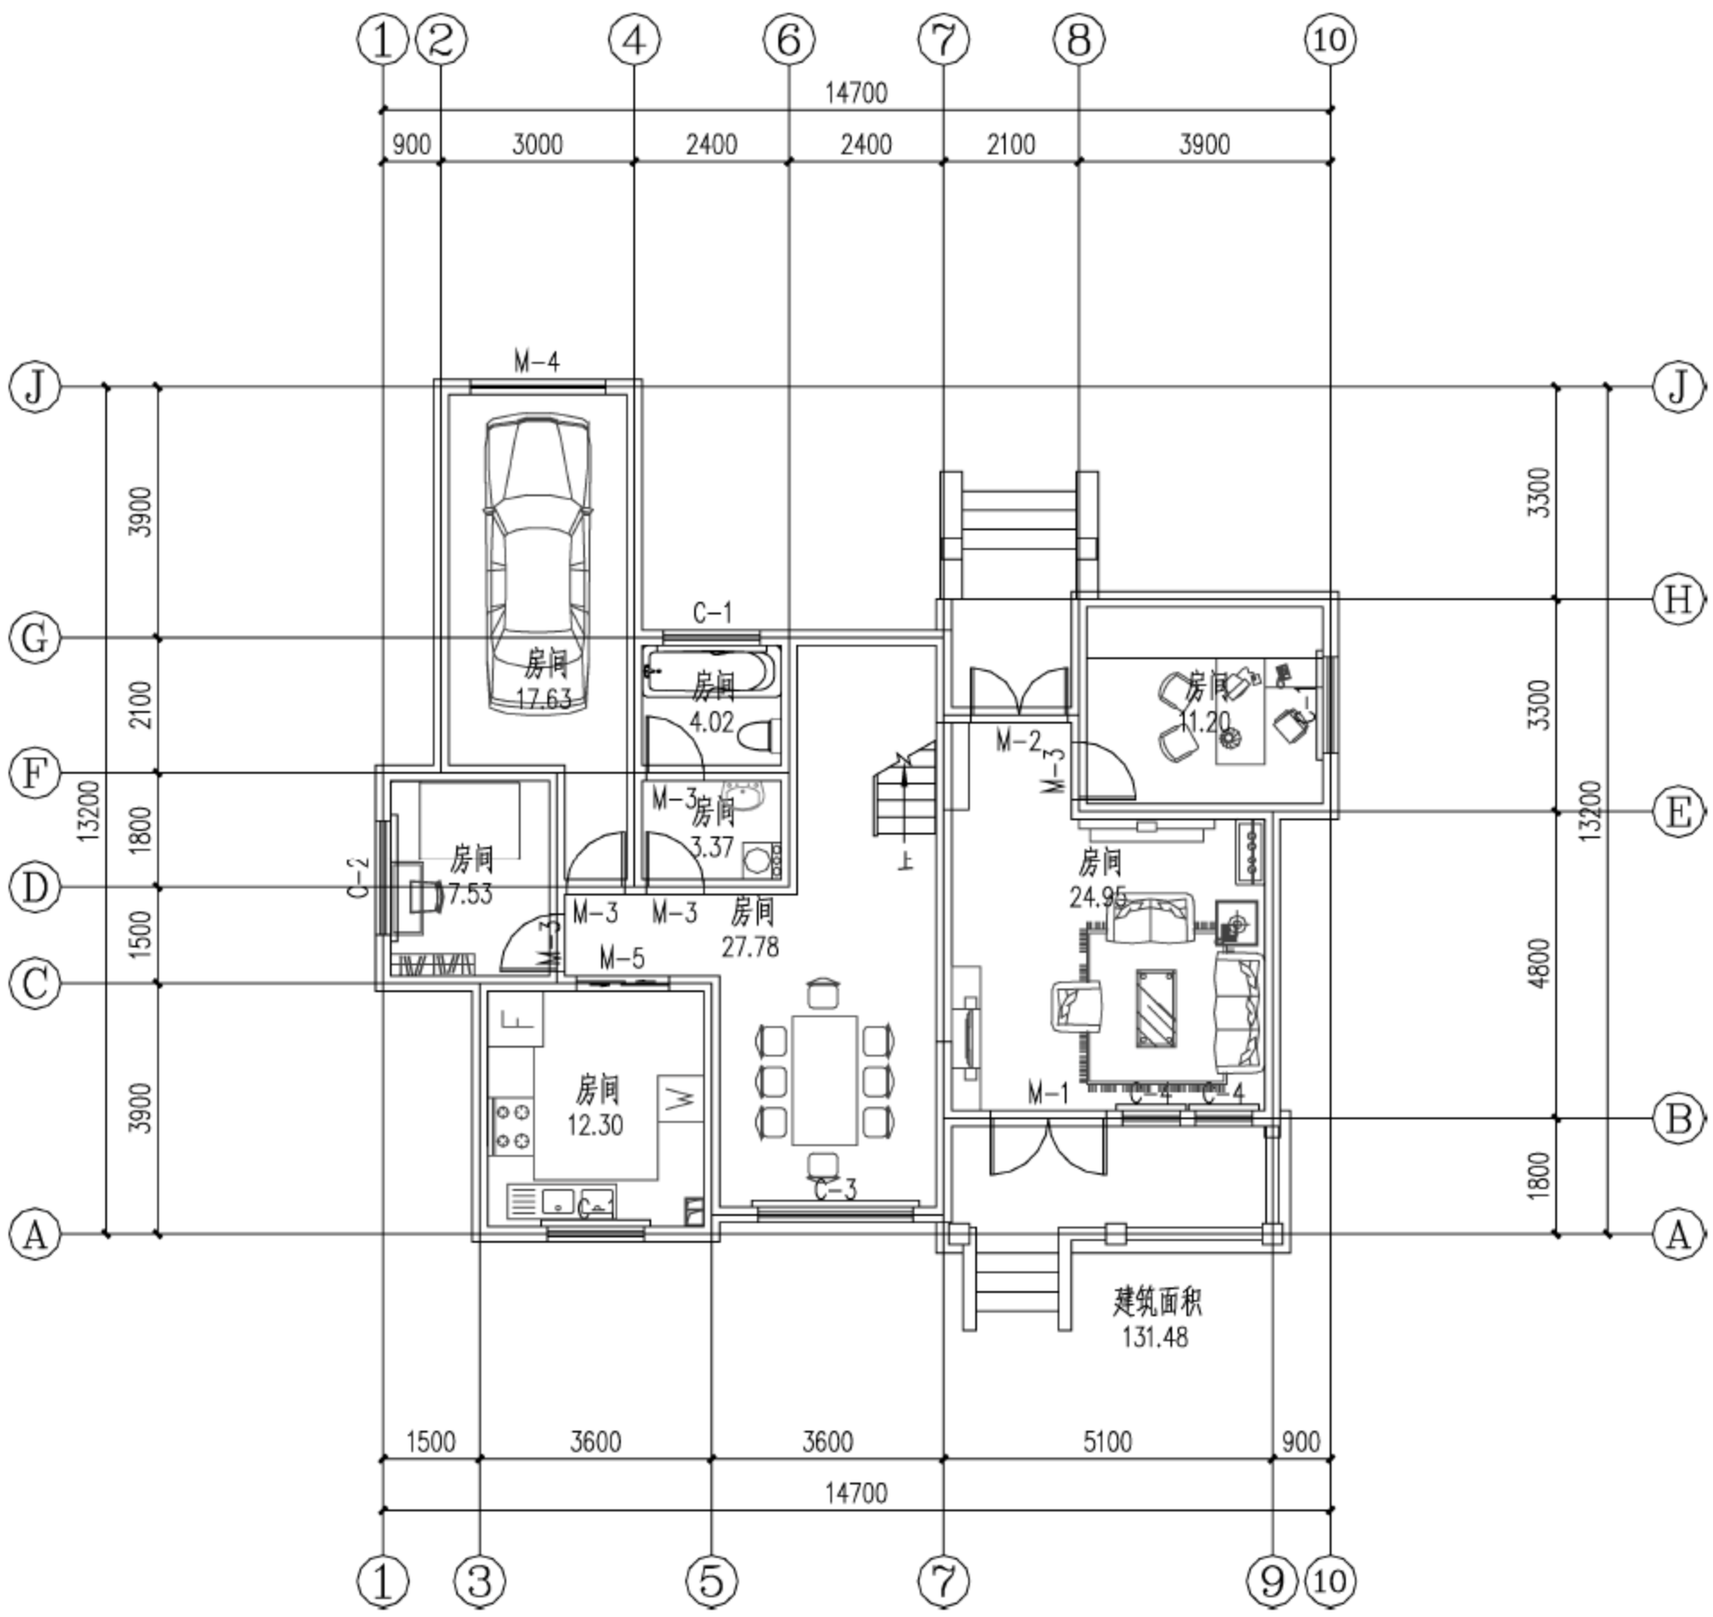

图 18-54　确定房间标注数据
(2) 单击绘图区域,根据命令行提示框选建筑物所有墙体,形成如图 18-54 所示的房间标注信息。